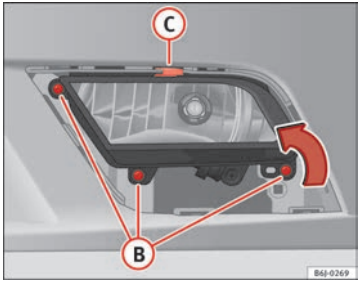

Fig. 160 Front fog light
– Remove the bolts (3x) ⇒ Fig. 160 (B) to remove the fog light.
– Remove the metal clip situated on the upper part of the fog light pulling towards the exterior of the vehicle ⇒ Fig. 160 (C). ■